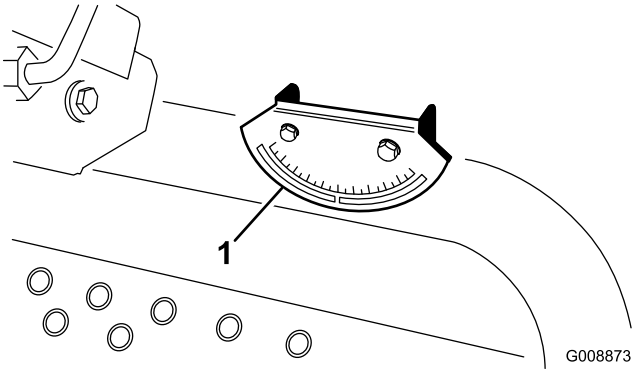

Figura 6
2. Compruebe la nivelación de la máquina colocando un inclinómetro de mano (suministrado con la máquina) sobre el travesaño del bastidor, junto al depósito de combustible (Figura 6). El inclinómetro debe marcar cero grados visto desde la posición del operador.